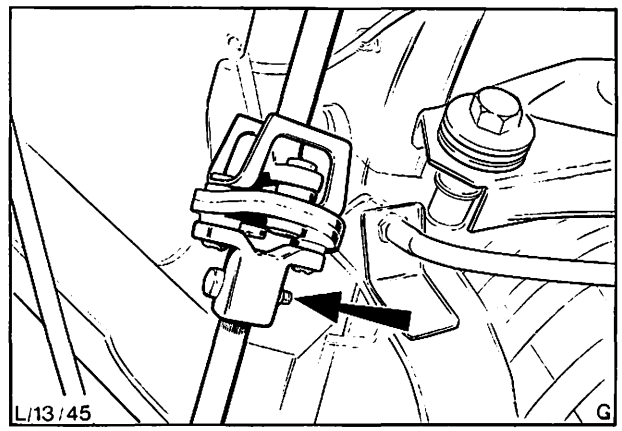

Abb. 19 Klemmschraube der Lenkverbindung
4. Klemmschraube der Lenkverbindung ausbauen, Abb. 19.